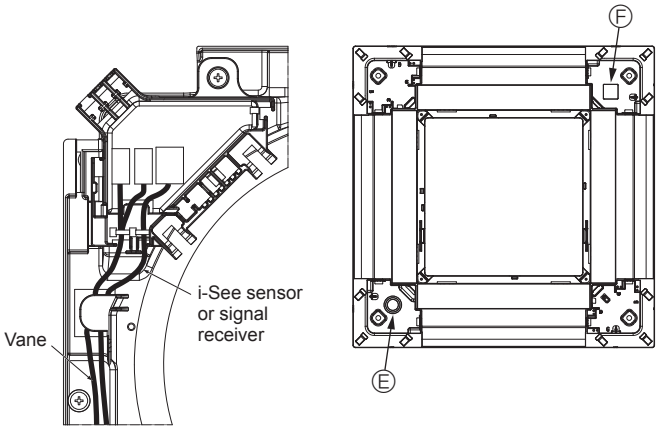

Fig. 10-13
- **Route the i-See sensor and signal receiver wires as shown in Fig. 10-13.**